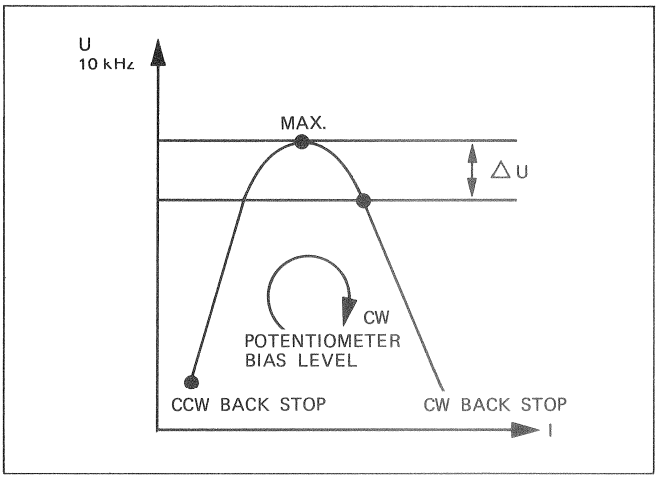

Fig.5.17
Bei der Vormagnetisierungs- Einstellung wird der HF-Strom (bei konstantem NF-Signal) soweit ueber das Empfindlichkeits- Maximum des entsprechenden Bandes erhoeht, bis die NF- Ausgangs-Spannung um einen bestimmten Betrag, (Delta U) abgesunken ist. -> Fig. 5.17
-> Fig.5.17
Einschub RECORD AMP., CH1: -> Fig.5.17